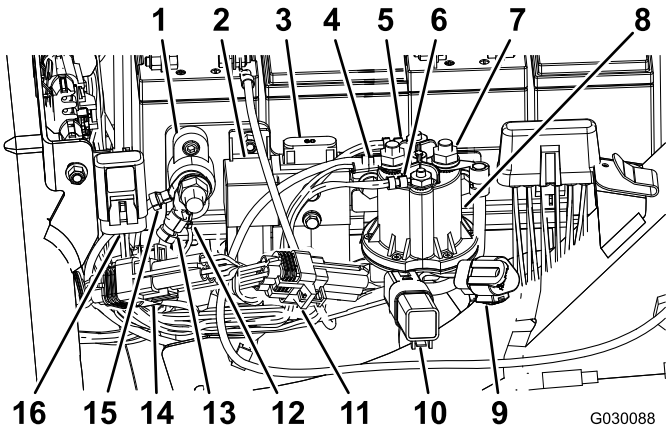

Figur 8
11. Fjern og kast lokket fra 10A 58-voltsikringen (én rød og én gul ledning). Se Figur 8